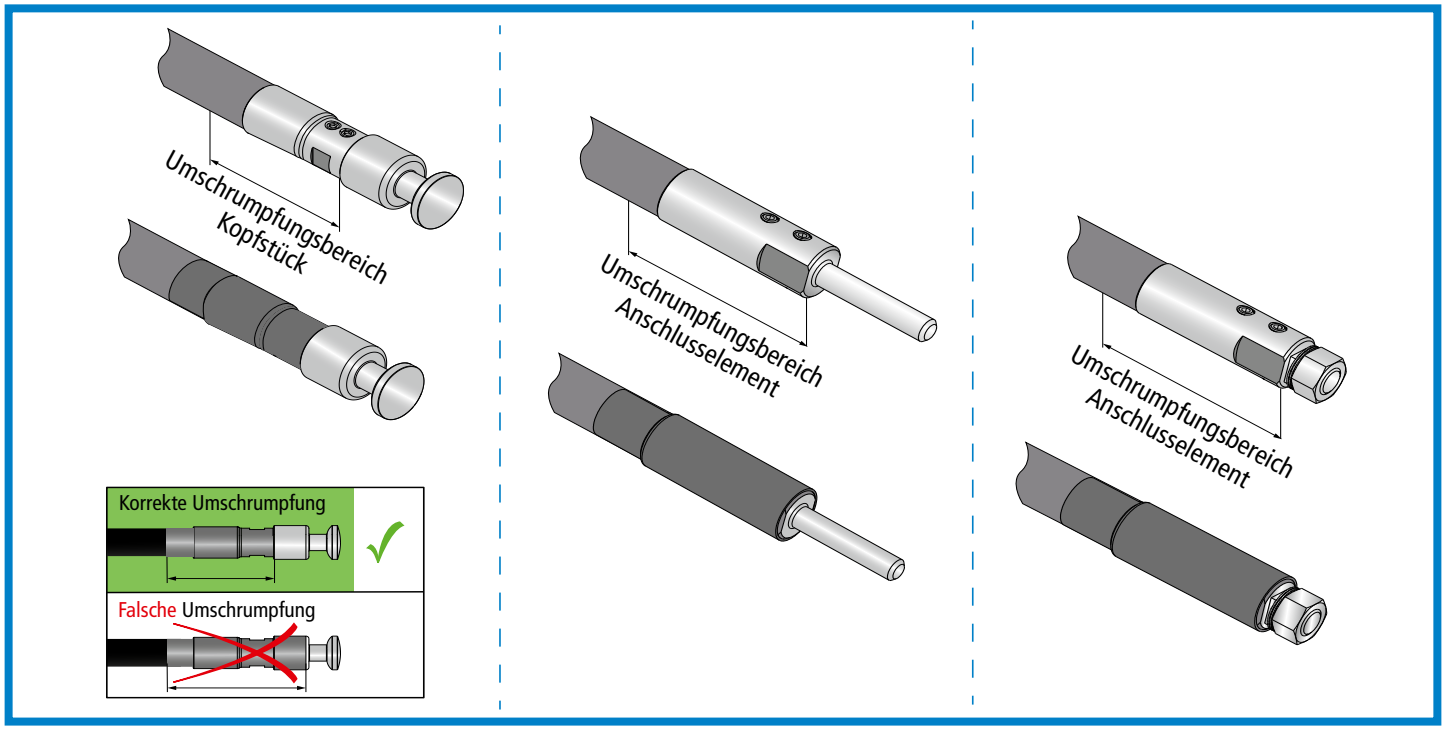

Bild 3 Umschrumpfen des Kopfstückes bzw. Anschlusselementes
- Der vorgegebene Umschrumpfungsbereich vom Kopfstück, Anschlusselement bis hin zur **HVI®Leitung** ist einzuhalten (siehe Bild 3).